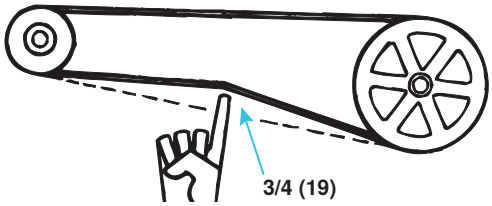

Figure 27. Checking Belt Tension
- Proper belt tension is important to the long life of the belt and motor. A loose belt will cause wear and slippage. Too much tension will cause excessive motor and blower bearing wear. Check belt tension as shown in **Figure 27**.
- If the belt cannot be depressed 3/4 inches (19 mm), as shown in **Figure 27**, adjust the belt tension as follows:
f. Replace the belt and adjust the belt tension. Adjust tension by turning the adjusting screw on the motor base until the belt can be depressed 3/4 inch (see **Figure 27**). Re-tighten the lock nut on the adjusting screw. Ensure that the belts are aligned in the pulley grooves properly and are not angled from pulley to pulley.